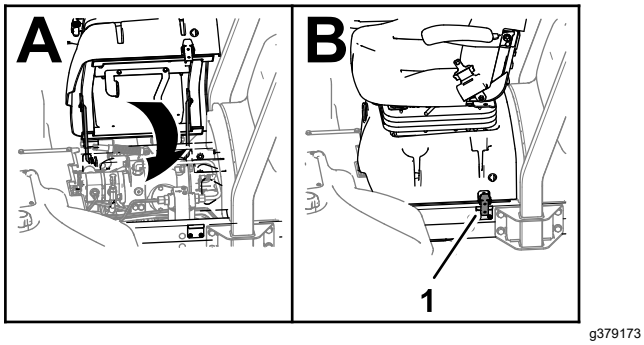

Figur 34
3. Stäng sätet och sätessockeln genom att rotera dem och lås sockeln (Figur 34).